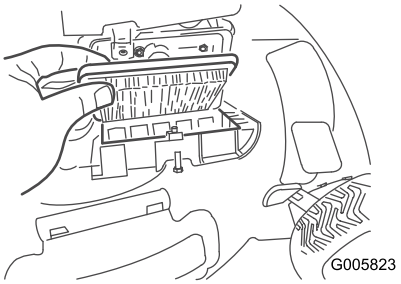

Figur 35
3. Udskift luftfilteret (Figur 35).